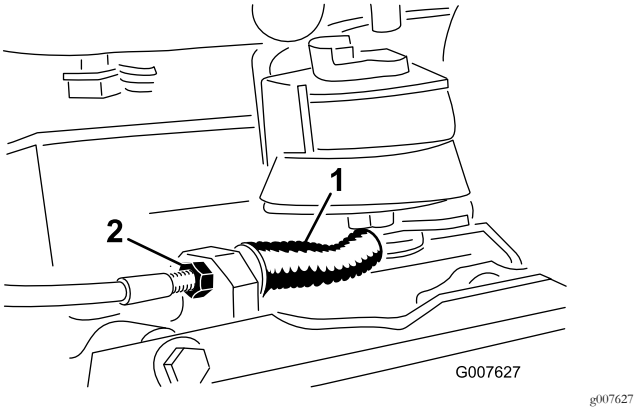

Figur 34
- For at mindske bremskabelspændingen skal du løsne kablets forreste kontramøtrik og stramme den bageste kontramøtrik (Figur 34). Gentag trin 1 og 2, og juster spændingen om nødvendigt.
- For at øge bremskabelspændingen skal du stramme kablets forreste kontramøtrik og løsne den bageste kontramøtrik (Figur 34). Gentag trin 1 og 2, og juster spændingen om nødvendigt.